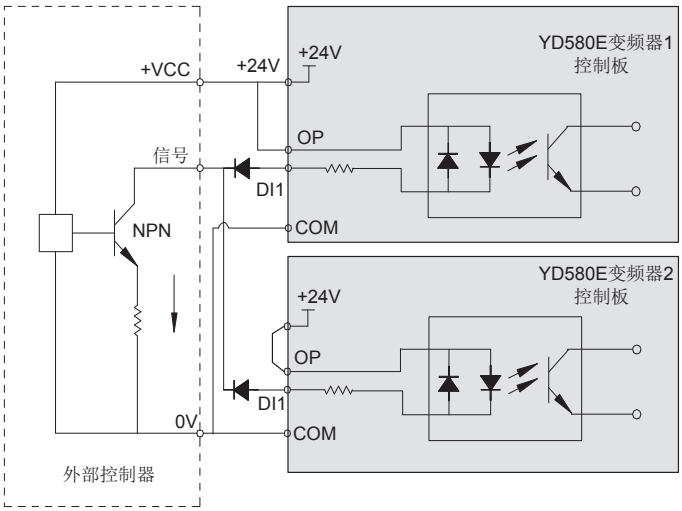

图 3-64 多台变频器 DI 端子并接漏型接线方式
- 此种接线方式下，不同变频器的 DI 端子不能并接使用，否则可能引起 DI 的误动作；若需 DI 端子并接（不同变频器之间），则需在 DI 端子处串接二极管（阳极接 DI）使用，二极管需满足：IF >40mA、VR>40V，如图 3-64。